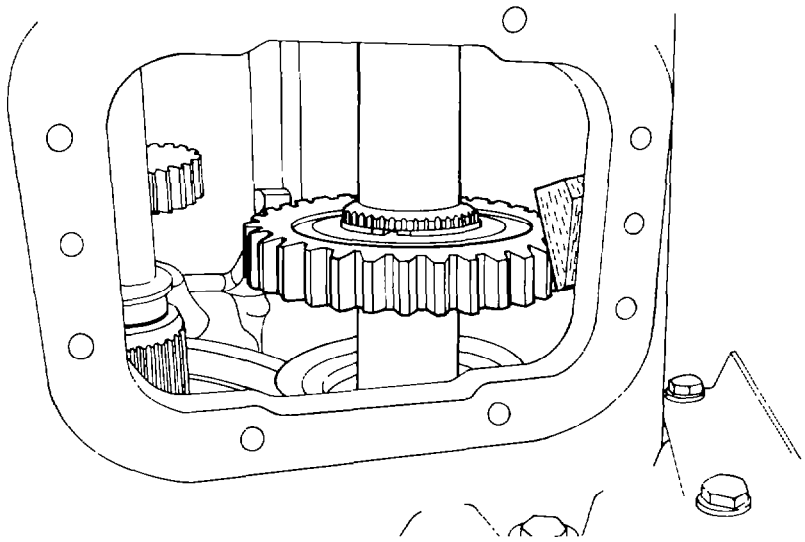

Fig. 394 — Wedge Location
a. Insert a wooden wedge between the PTO drive gear and the transmission housing (see fig. 394).